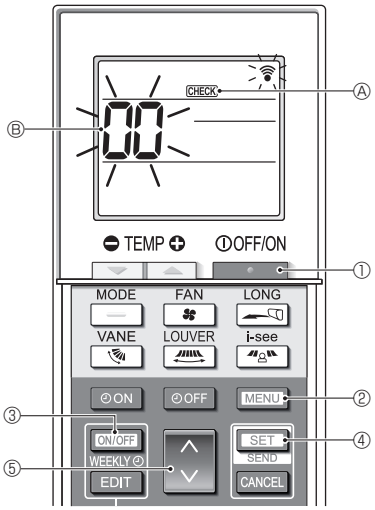

Fig. 7-6
7.3.2. Para controlo remoto sem fio (Fig. 7-6)
■ **Verificação automática (Fig. 7-6)**
1. Prima o botão [ ] ① para parar o aparelho de ar condicionado.
- Se o temporizador semanal estiver activo (WEEKLY aceso), prima o botão ③ para o desactivar (WEEKLY apagado).
2. Prima o botão [MENU] ② durante 5 segundos.
3. Prima o botão [ ] ⑤ para seleccionar o endereço do refrigerante (endereço M-NET) Ⓑ da unidade interior cuja verificação automática pretende realizar.
4. Prima o botão [SET] ④.
5. Prima o botão [ ] ①.